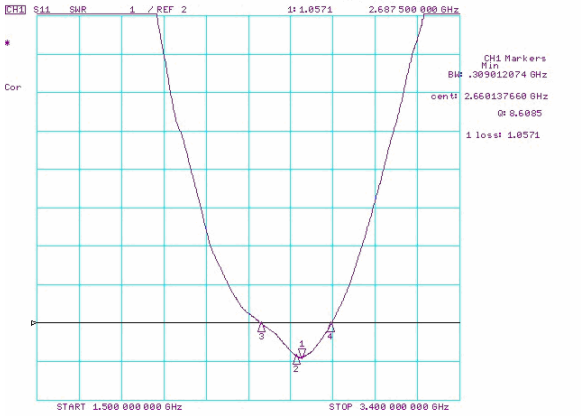

Fig.4-1
4) Electrical Performance: See Fig.4-1